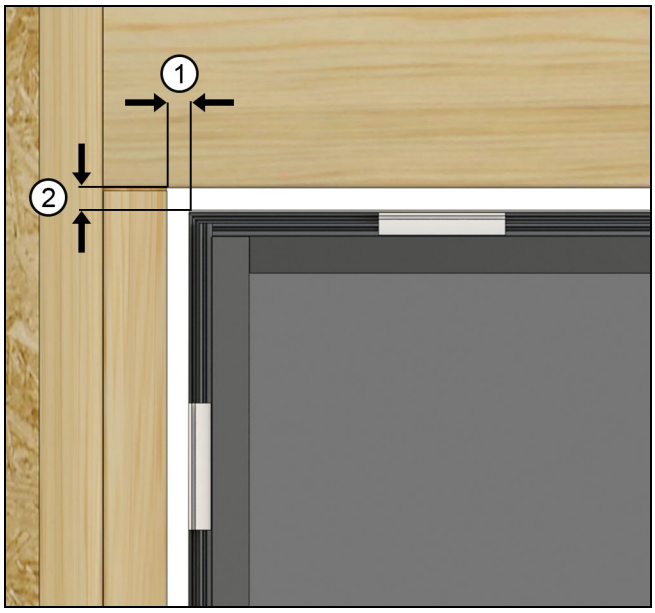

Figure 1 RO Width and Height clearance
1. Rough opening (RO) width may be up to 1 1/2" (38) wider (3/4" on each side) than the outside measurement (OM) of the frame. The RO height may be up to 1 1/2" taller than the OM of the frame. See Figure 1.